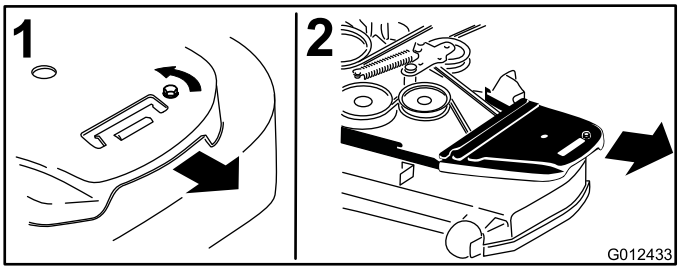

Figur 72
4. Ta bort remkåporna och tillhörande skruvar (Figur 72).